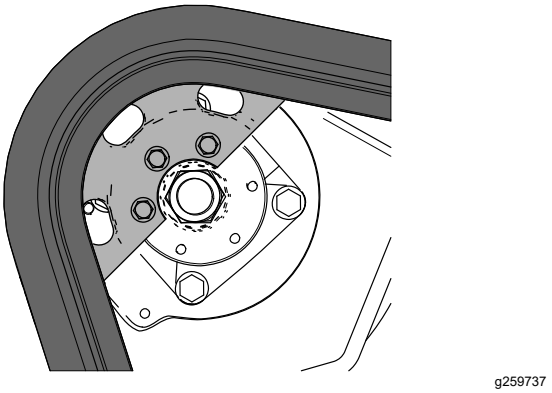

**Figura 64**
17. Mueva el control de tracción hacia delante hasta que la mitad del piñón de arrastre se acople con la oruga (Figura 64).